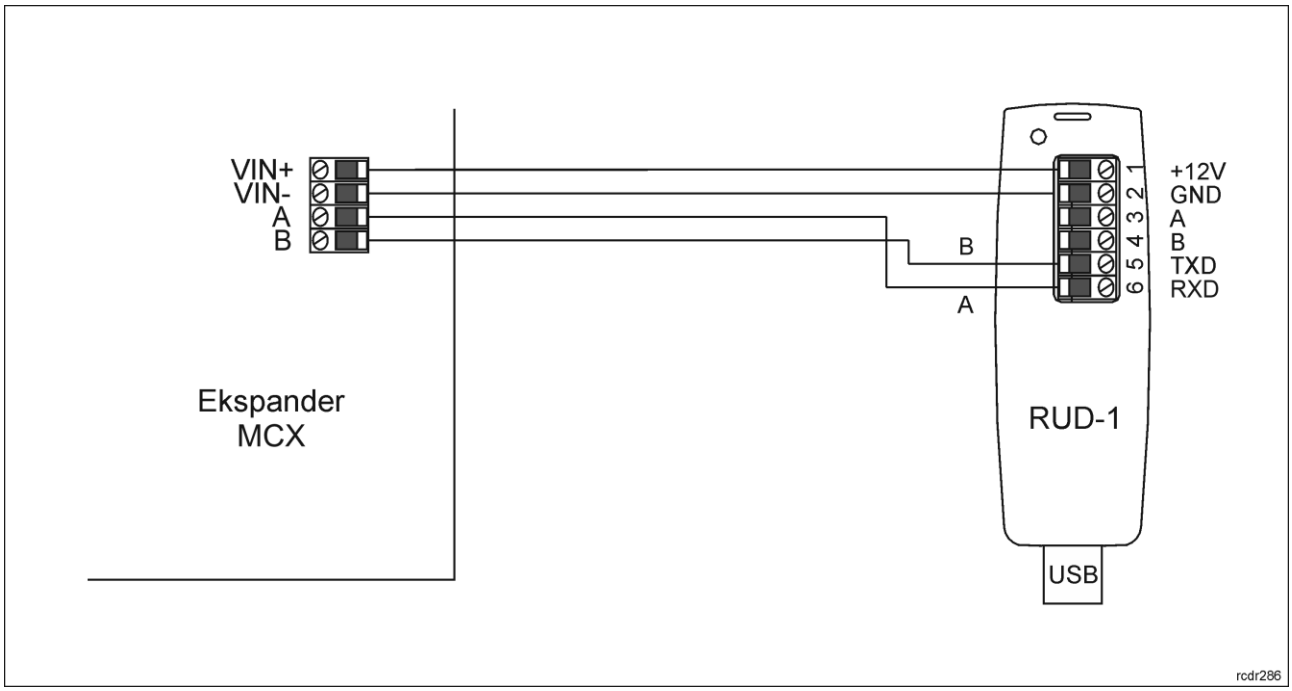

Rys. 8 Sposób podłączenia terminala do interfejsu RUD-1 (aktualizacja firmware)
W celu aktualizacji oprogramowania firmowego urządzenie należy podłączyć do komputera za pośrednictwem interfejsu RUD-1 (rys. 8) i uruchomić program narzędziowy RogerVDM. Plik z aktualnym oprogramowaniem wbudowanym (firmware) dostępny jest na stronie www.roger.pl.
1. Podłącz urządzenie do interfejsu RUD-1 zgodnie z rys. 8, a interfejs RUD-1 do portu USB komputera.